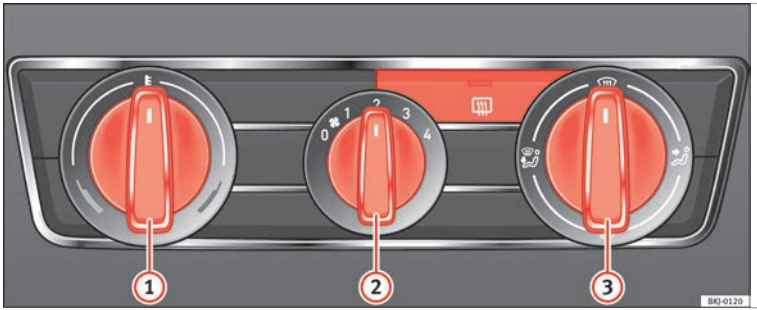

Rys. 172 Regulacja ogrzewania na tablicy rozdzielczej
• Obrócić pokrętło regulacji temperatury ››› rys. 172 (1) w lewo. »
- Obrócić przełącznik nawiewu (2) w jedno z położeń od 1 do 4.
- Ustawić kierunek strumienia powietrza przy użyciu pokrętła (3).
- Obrócić pokrętło regulacji temperatury ››› **rys. 172** (1) w prawo, aby wybrać żądaną temperaturę.
- Obrócić pokrętło regulacji temperatury ››› **rys. 172** (1) w kierunku obrotu wskazówek zegara w celu osiągnięcia maksymalnej temperatury.
- Obrócić pokrętło dmuchawy (2) do poziomu 4.
- Obrócić pokrętło regulacji temperatury ››› **rys. 172** (1) na obszar ogrzewania.
- Obrócić przełącznik nawiewu (2) w jedno z położeń 2 lub 3.